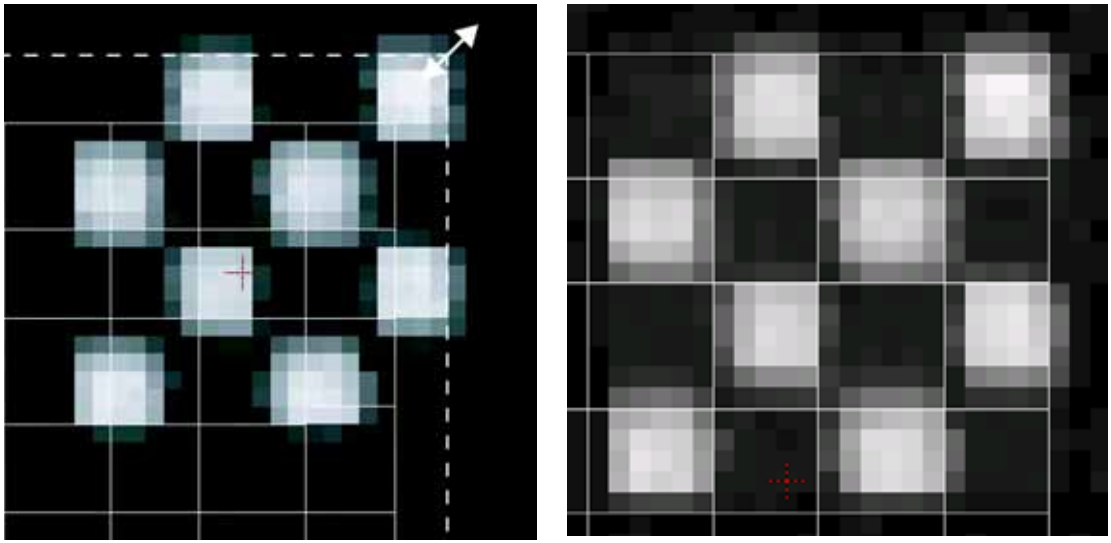

Figure 7.4
c. Use the click-and-drag method or the keyboard arrow keys to adjust the horizontal or vertical position of the grid so that it is aligned over the corner of the image **(Figure 7.4)**.
3. After you align the grid at each corner of the image, click the **Save** button **(Figure 7.4)**.